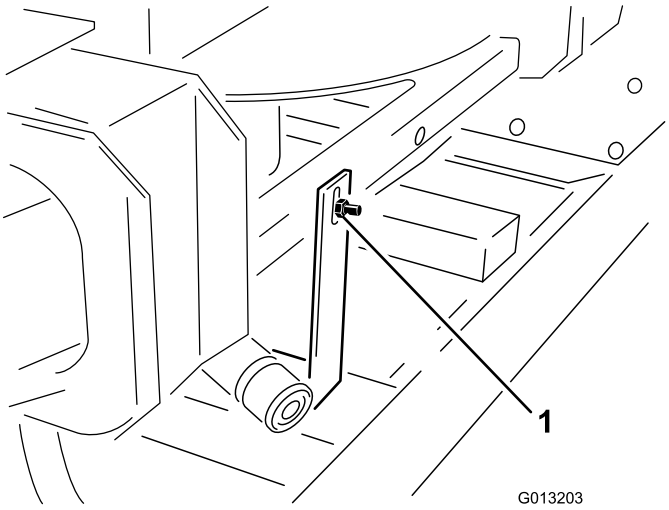

Figur 3
2. Lossa 1/4 x 3/4 tumsskruven och muttern som sitter längst bak på dubbelspridaren och fäster ProPass-lyftanordningens transportfäste på dubbelspridaren (Figur 3).